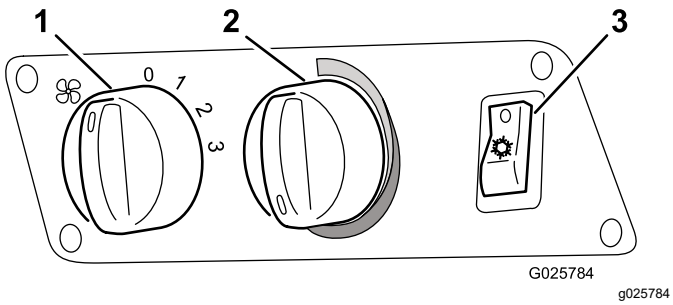

Bild 4
2. Schalten Sie den Gebläseschalter ein (Bild 4).
3. Schalten Sie den Klimaanlagenschalter ein (Bild 4).
4. Stellen Sie den Temperaturregler (Bild 4) ganz auf die maximale Einstellung „Cold“ (ganz nach rechts drehen).